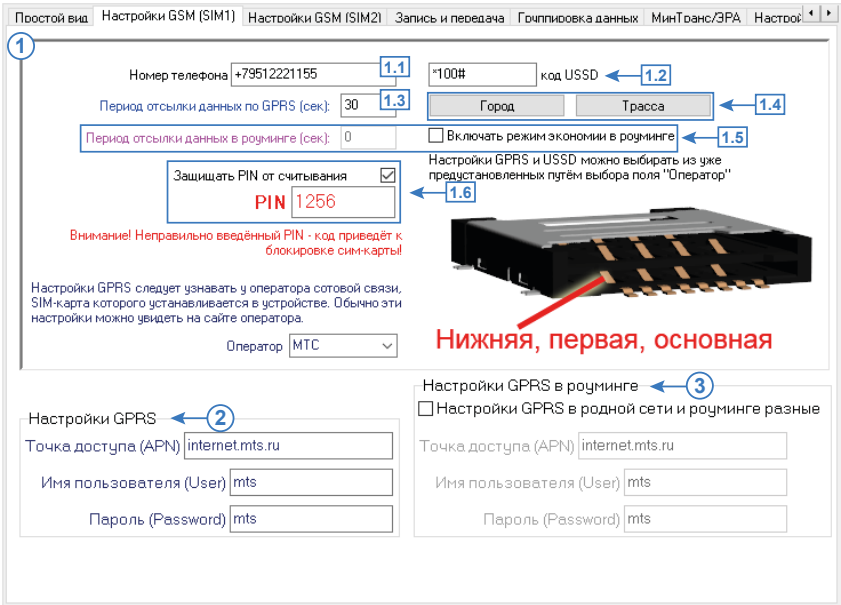

Рис.19. Параметры первой SIM-карты.
1. Настройки GSM первой SIM-карты (Рис.19).